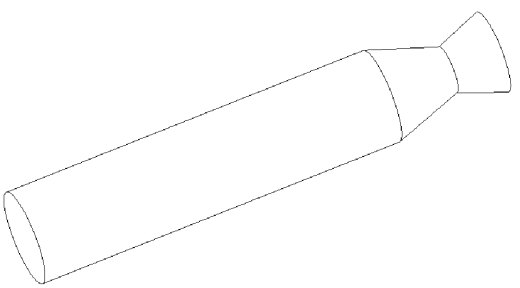

图 3-43　使用混合特征创建的改锥把
(16) 预览无误后单击 ✔ 按钮，完成混合特征的创建，结果如图 3-43 所示。